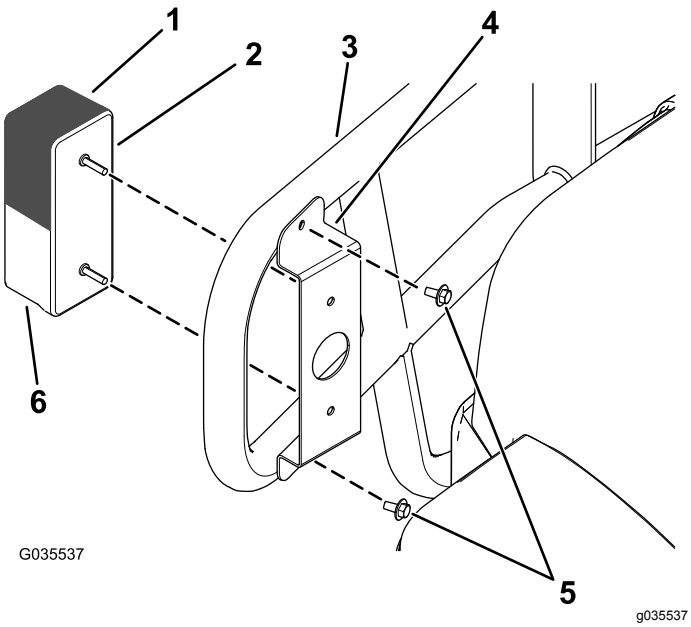

Figure 3
2. Fixez le feu de position/clignotant avant au pare-broussailles à l'aide du support avant et des 2 vis autotaraudeuses (1/4" x 1/2") retirées précédemment, comme montré à la Figure 3.
Remarque: Placez bien le verre orange (clignotant) au-dessus du verre transparent (feu de position), comme montré à la (Figure 3).